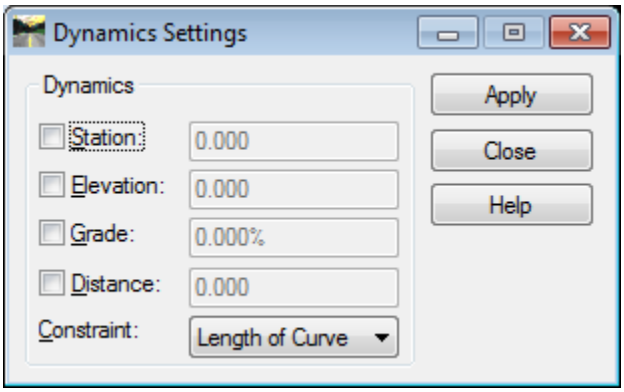

Figure L4-7 Add Vertical PI
17.	**Dynamics Settings Dialog Box** • In InRoads, Select **Geometry ► Vertical Curve Set ► Dynamics Settings**. The **Dynamics Settings** dialog box appears as shown in *Figure L4-7*. This dialog box will be utilized in the following steps for the **Add PI**, **Insert PI** and **Move PI** commands and inputs. *The Dynamics Settings dialog is opened.*